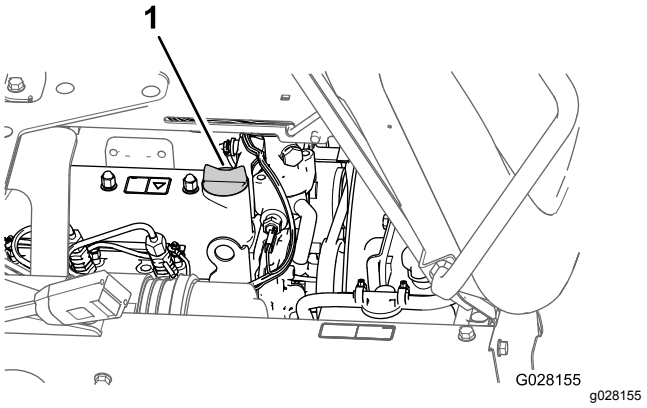

Figur 72
5. Ta bort oljepåfyllningslocket från ventilkåpans påfyllningsrör i motorn (Figur 72) och häll sakta i cirka 80 % av den angivna mängden olja i motorn via oljepåfyllningsröret.
8. Sätt tillbaka oljepåfyllningslocket på påfyllningsröret (Figur 72).